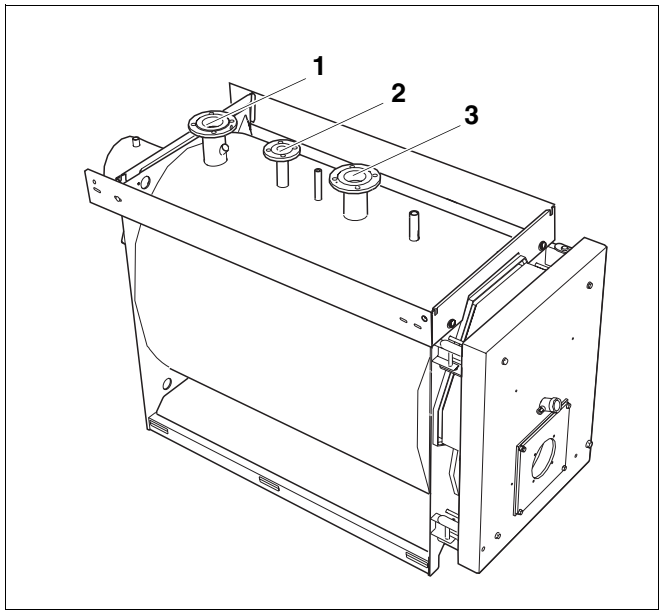

Rys. 17 Kocioł grzewczy Logano S635
- Przyłączyć przewód powrotny instalacji grzewczej do przewidzianego w tym celu przyłącza na kotle grzewczym (rys. 17, **poz. 3**).